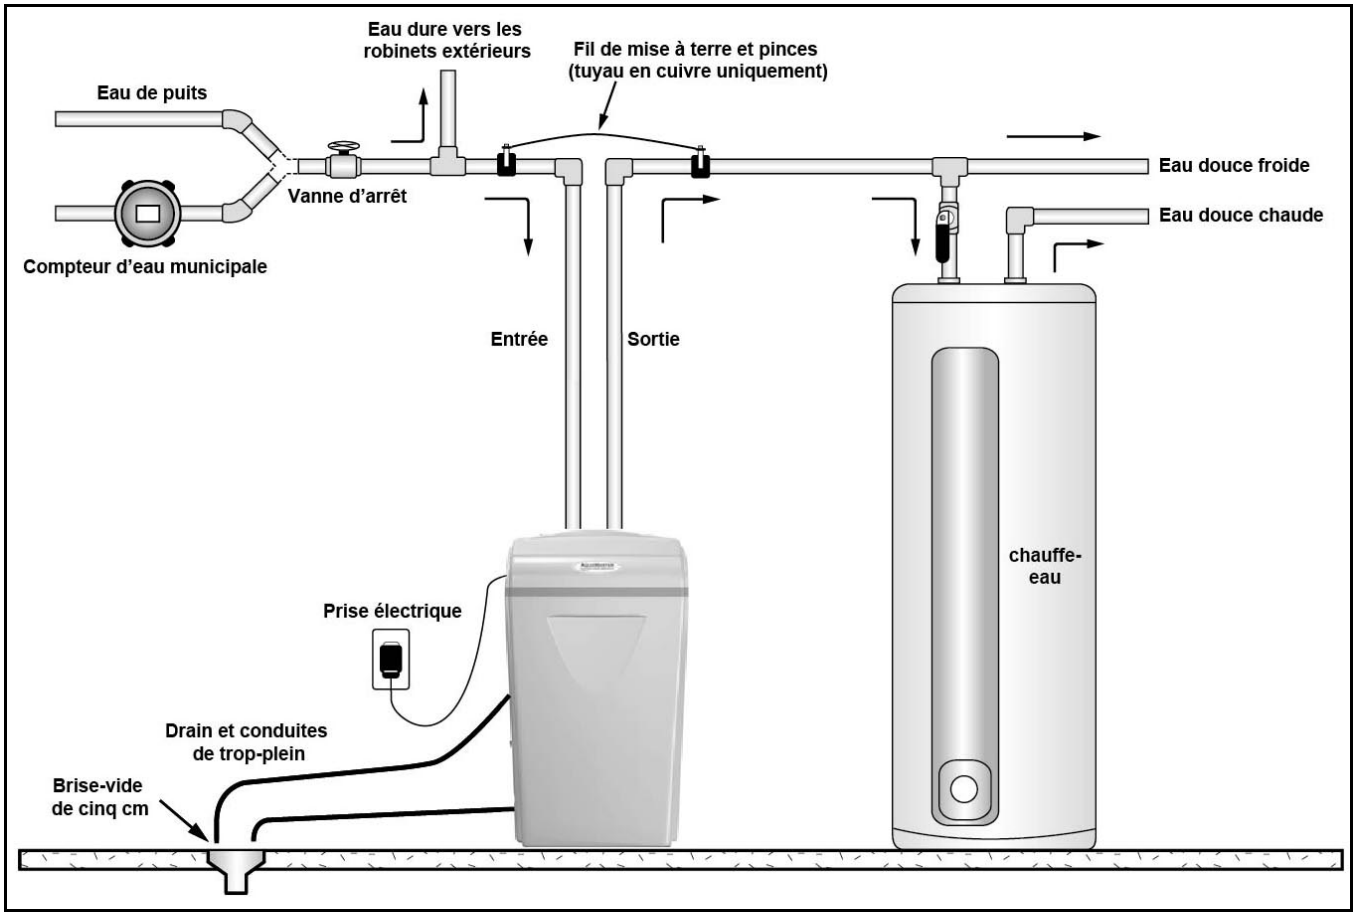

Figure 1: Installation de l'appareil
F. Placez l'appareil à l'endroit souhaité en utilisant la Figure 1 comme guide. Le schéma de la Figure 1 s'applique aux sous-sols, aux dalles, aux vides sanitaires et aux installations extérieures.